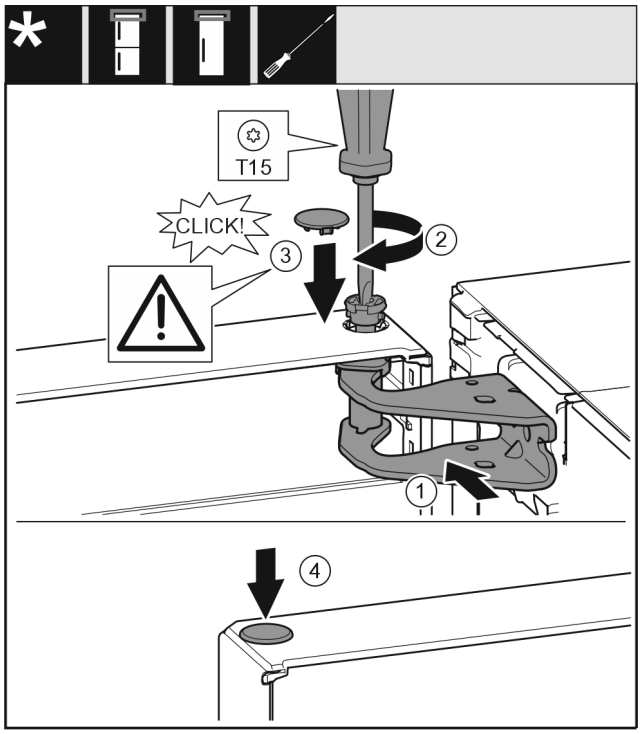

Fig. 20
- ▶ Rett ut døren øverst mot åpningen i lagerbukken. *Fig. 20 (1)*
- ▶ Sett inn bolten, og skru den fast med skrutrekker T15. *Fig. 20 (2)*
- ▶ Montere sikringsdekselet for å sikre døren: Sett inn sikringsdekselet, og kontroller at det ligger på døren. Ellers settes bolten helt inn. *Fig. 20 (3)*
- ▶ Sett inn proppen. *Fig. 20 (4)*